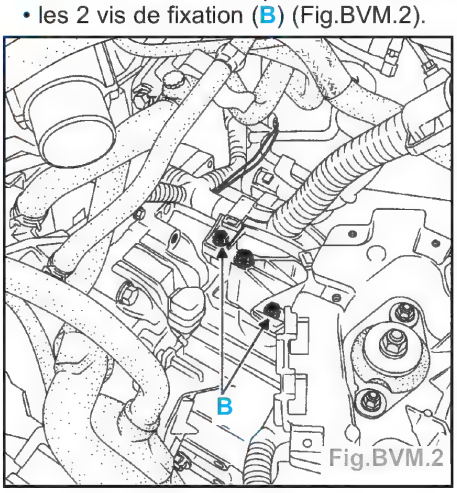

Fig.BVM.2
- les 2 vis de fixation (B) (Fig.BVM.2).